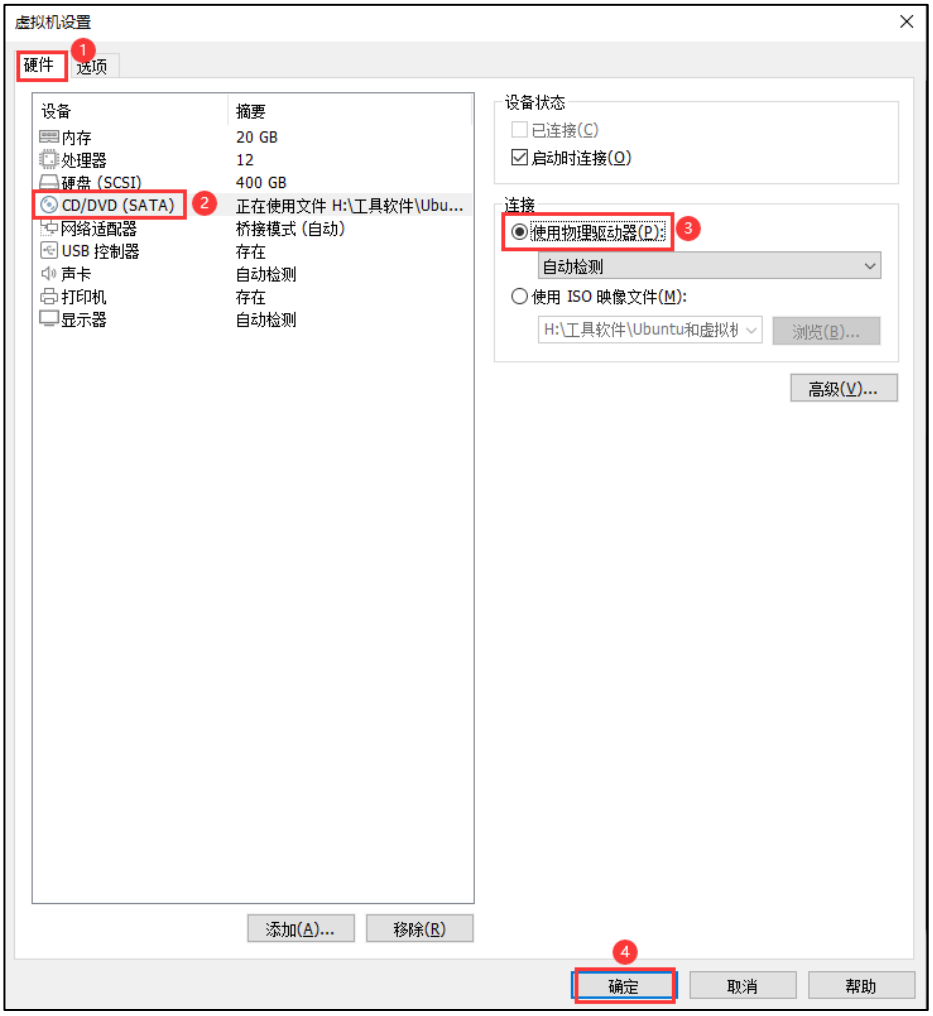

Figure 2.2-38 Remove the Ubuntu system image file.
After closing the virtual machine, click on the "Virtual Machine (M) -> Settings (S)" option in the menu bar to enter the virtual machine settings interface. Remove the Ubuntu system image file as shown in Figure 2.2.38: